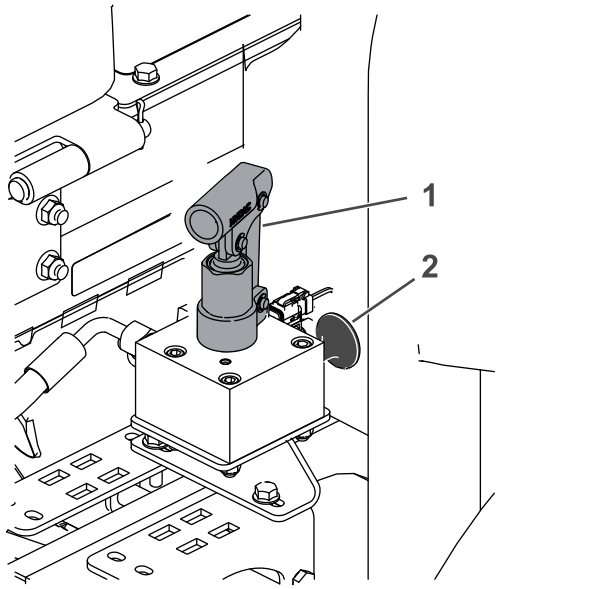

Figure 59
4. Locate the brake release manifold near the front right tire and behind the hydraulic tank (Figure 59).